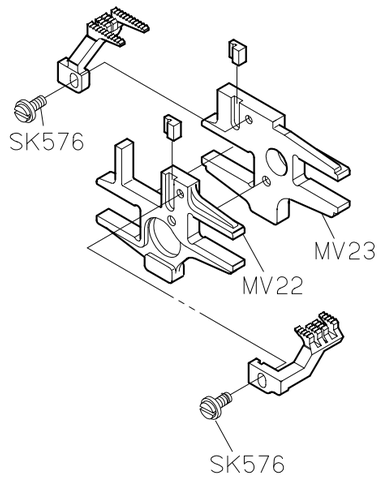

Fig. 14
3. Para ajustar. Afloje el tornillo SK576 del MV22 Y MV23. Después, mueva el transportador dentado arriba y abajo para ajustar. (Fig. 14)